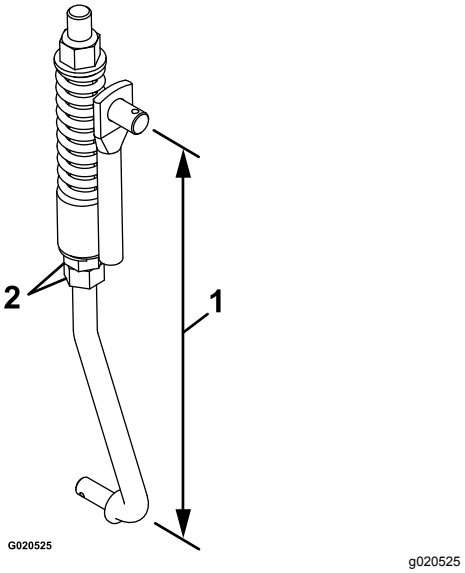

Figur 56
8. Forbindelsesleddets lengde justeres med de to mutterne nederst på den vertikale fjærenheten (Figur 56).